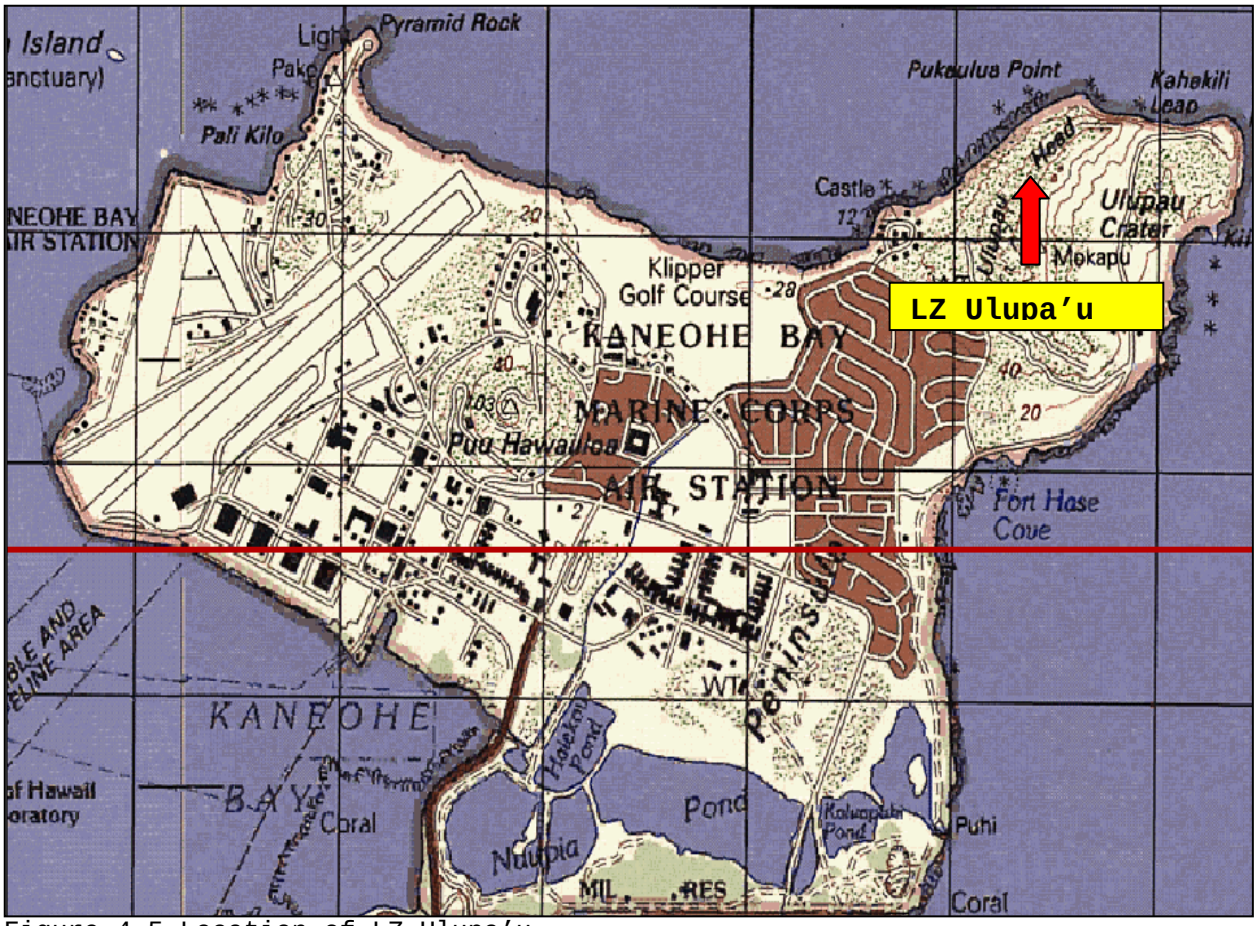

Figure 4-5 Location of LZ Ulupa'u
(1) Training must be completed on Range 1 before this LZ will be opened. Center grid for this LZ is 319 728 (WGS 84).
(2) ARFF support (per MCASO P3710.1F) shall be in place prior to any operation into or out of LZ Ulupa'u.
(3) The Control Tower will provide approach and departure clearances. ATC cannot issue landing or takeoff clearances, as LZ Ulupa'u is not visible from the tower. LZ Ulupa'u entry/departure routes shall be closed to all aircraft not entering or departing the LZ.
(4) Aircraft approaching LZ Ulupa'u are prohibited from flying over family housing. The location of LZ Ulupa'u is displayed in Figure 4-5. Use